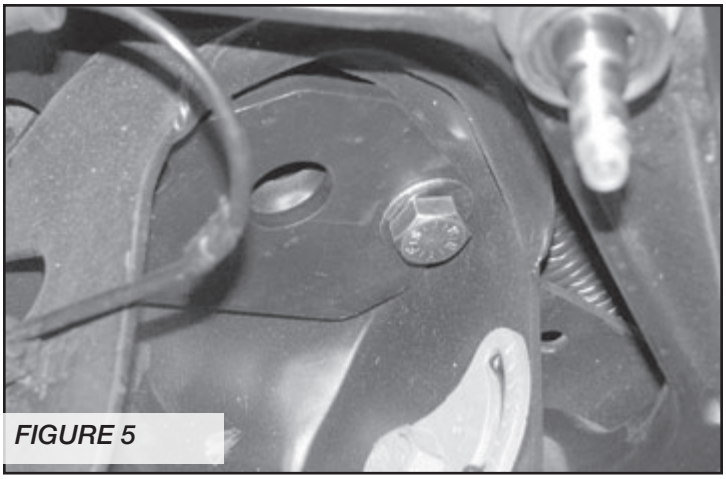

FIGURE 5
11. If installing Dirt Logic shocks, install the upper shock mount (FT20484) into the factory upper shock tower using the using two 9/16”-12 x 1-1/4”, washers and lock nuts.. **SEE FIGURE 5**